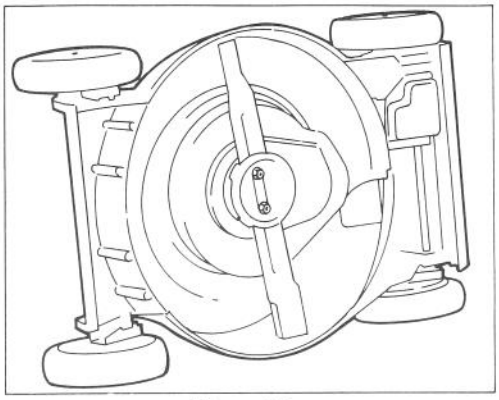

Figure 32
3. Tip mower on its right side (Fig. 32). Avoid rotating blade because starting problems may result.